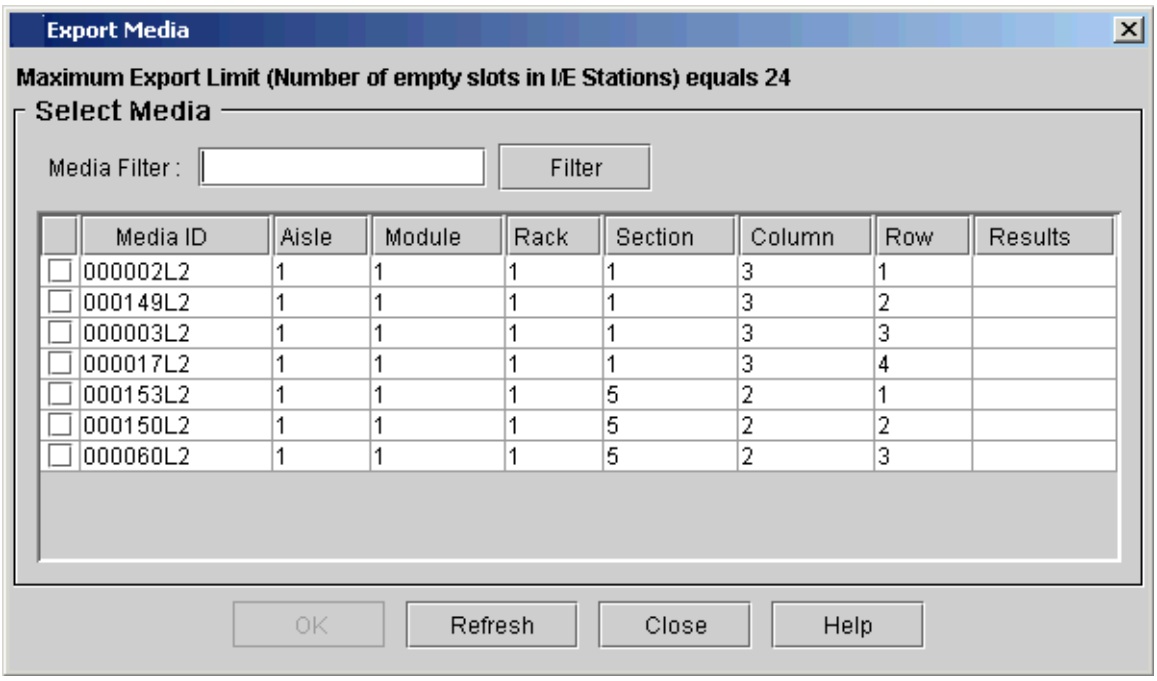

Figure 14.7-8. Scalar i2000 Export Media Screen
- The **Export Media** dialog box (Figure 14.7-8) appears with a list of cartridges in the partition displayed.